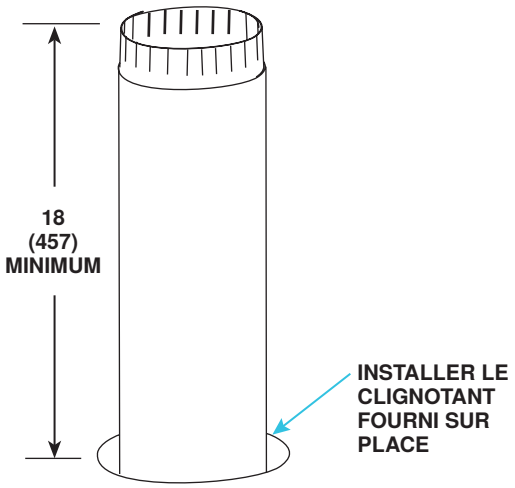

**Figure 23. Tuyau d'air de combustion à travers le toit**
a. Insérez le tuyau d'air de combustion à travers le toit comme montré dans la **Figure 23**.